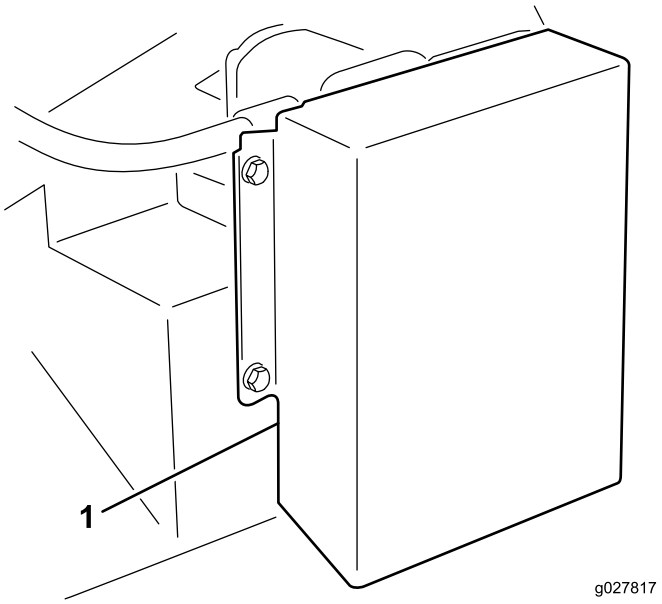

Bild 9
1. Nehmen Sie die Befestigungen ab, mit denen das Motorschutzblech am Mähwerkrahmen befestigt ist (Bild 9). Entfernen Sie das Schutzblech.
2. Lösen Sie hinten am Rahmen die Schraube, mit der der Riemenspanner am Rahmen befestigt ist (Bild 9).
3. Nehmen Sie die Schraube und die Mutter ab, mit denen die Spannerführung an der Antriebshalterung befestigt ist (Bild 9). Die Riemenspannung wird beim Entfernen der Schraube gelöst.